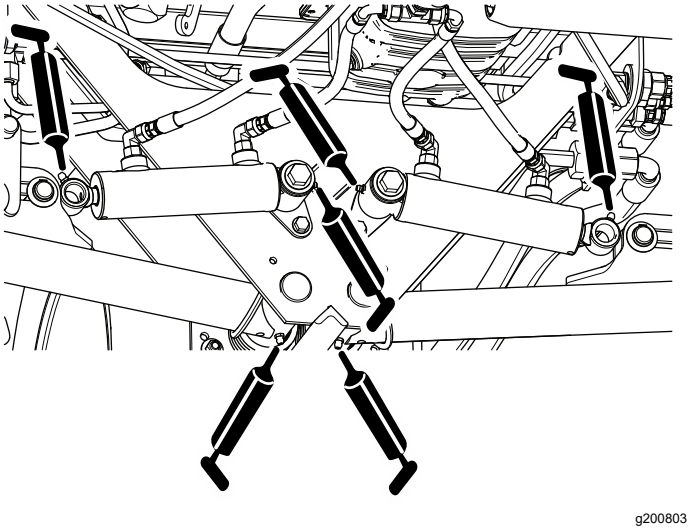

Figur 56
- Bakre lyftarmstappar och lyftcylindrar (tre per sida), se Figur 56.